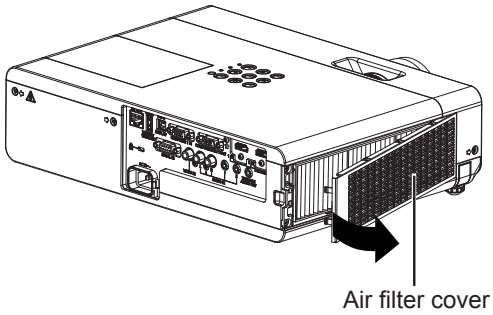

Fig.1
1) **Remove the air filter cover. (Fig.1)**